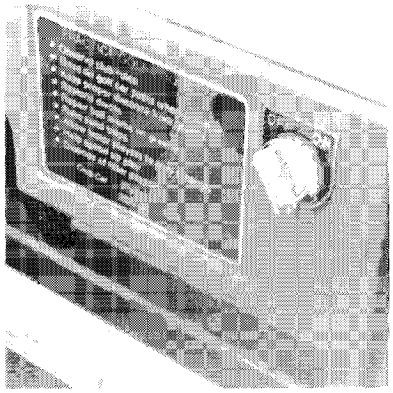

Figure 3-2
Key Switch - The key switch is mounted on the dash to the right of the steering column **(Figure 3-2).** It has two (2) positions, "On" and "Off" which are clearly labeled. The key is removable in the "Off" position only.